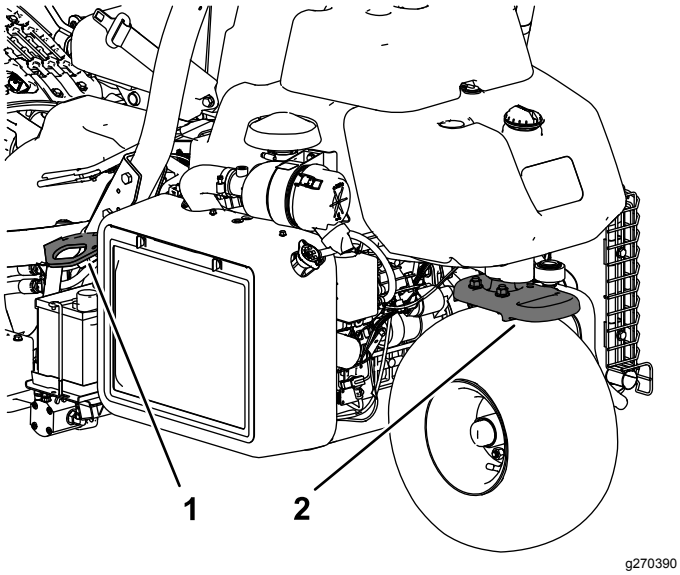

**Figuur 28**
- Zet de machine goed vast met spanbanden, kettingen, kabels of touwen. Zowel de voorste als de achterste spanband moet naar beneden en naar de buitenkant van de machine lopen (Figuur 28).